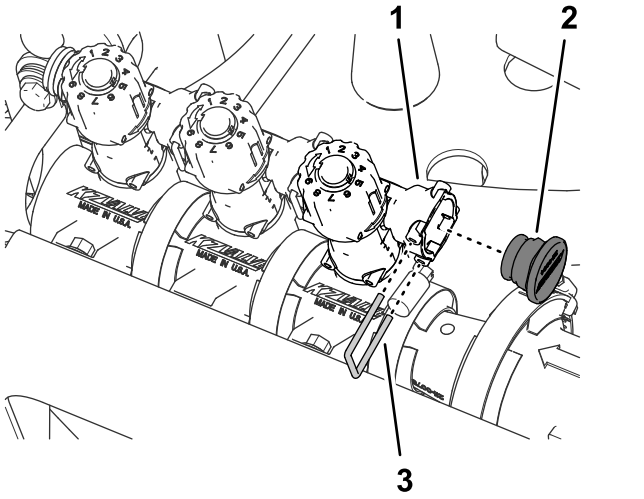

Rysunek 65
8. Zamocuj korek do gniazda szybkozłącza zaworu obejścia (Rysunek 65).
9. Zamocuj korek do szybkozłącza za pomocą zapinki zdjętej w kroku 3 (Rysunek 65).